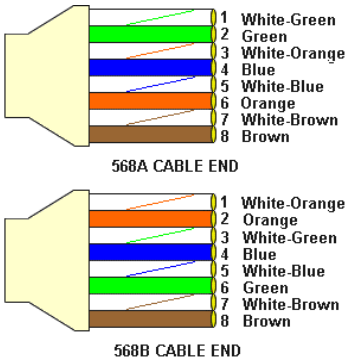

Fig 2-7 Twisted Pair Color Scheme
- Each UTP/STP cable contains eight wires in either 568A or 568B color scheme (please see Fig 2-7). The wires are twisted in pairs to reduce cross talk and various signal noises.